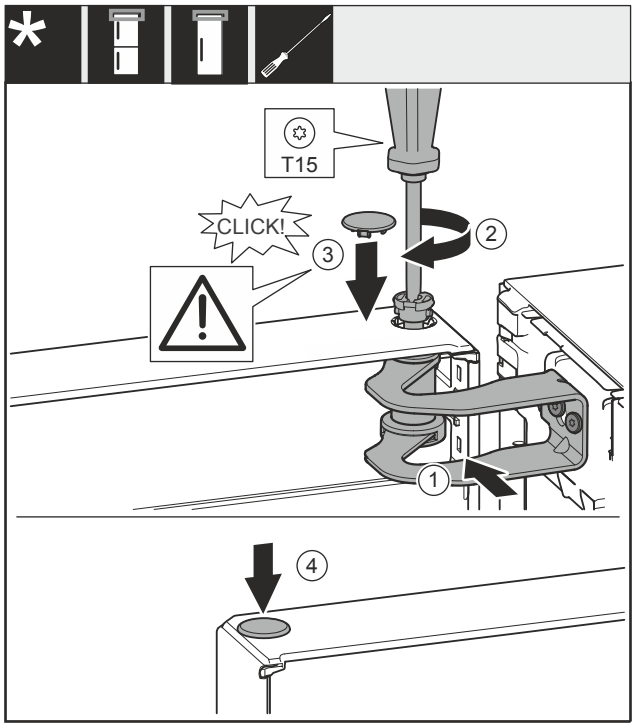

Fig. 24
- ▶ Tür zur Öffnung im Lagerbock *Fig. 24 (1)* ausrichten.
- ▶ Bolzen *Fig. 24 (2)* einsetzen und mit Schraubendreher festschrauben.
- ▶ Abdeckung *Fig. 24 (3)* einsetzen.
- ▶ Kontrollieren, dass die Abdeckung *Fig. 24 (3)* auf der Tür aufliegt.
- ▶ Abdeckung *Fig. 24 (4)* einsetzen.